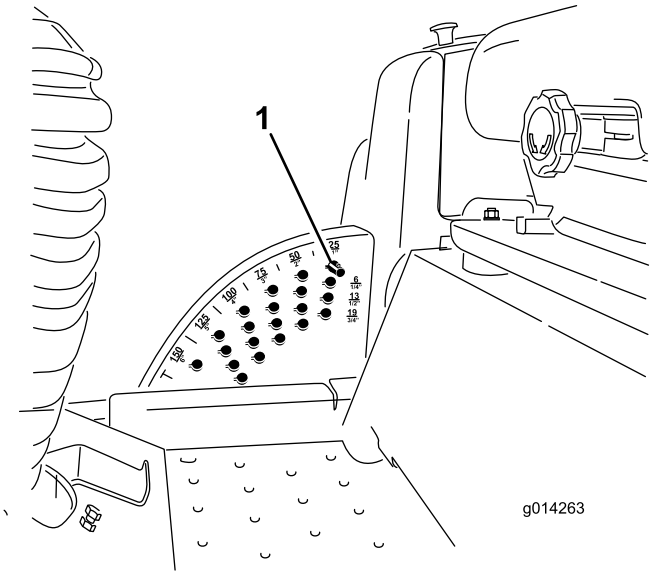

Figur 16
Bemærk: Plæneklipperskjoldet/redskabet kan låses fast i den hævede position ved at hæve det til en position, der er højere end 15 cm, udtage stopstiften, der begrænser klippehøjden (se Justering af klippehøjden), og placere stiften i den position, der giver en klippehøjde på 15 cm (Figur 16).
1. Mens motoren er i gang, trykkes der bagud på skjoldets løftekontakt, indtil plæneklipperskjoldet er hævet helt. **Slip derefter kontakten straks** (Figur 16).
2. Juster ved at dreje stopstiften, indtil tappen på den er ud for hakkene i hullerne i beslaget til justering af klippehøjden, og afmonter den (Figur 16).
3. Vælg det hul i klippehøjdebeslaget, som svarer til den ønskede klippehøjde, isæt stiften, og drej den nedad for at låse den fast (Figur 16).
Bemærk: Der er fire rækker hulpositioner (Figur 16). Den øverste række giver den klippehøjde, der er anført over stiften. Den anden række fra oven giver den højde, der er anført, plus 6 mm. Den tredje række fra oven giver den højde, der er anført, plus 12 mm. Den nederste række giver den højde, der er anført, plus 18 mm. Til højdepositionen på 15,8 cm er der kun ét hul, og det sidder i anden række fra oven. Her lægges der ikke 6 mm til højdepositionen på 15,8 cm.